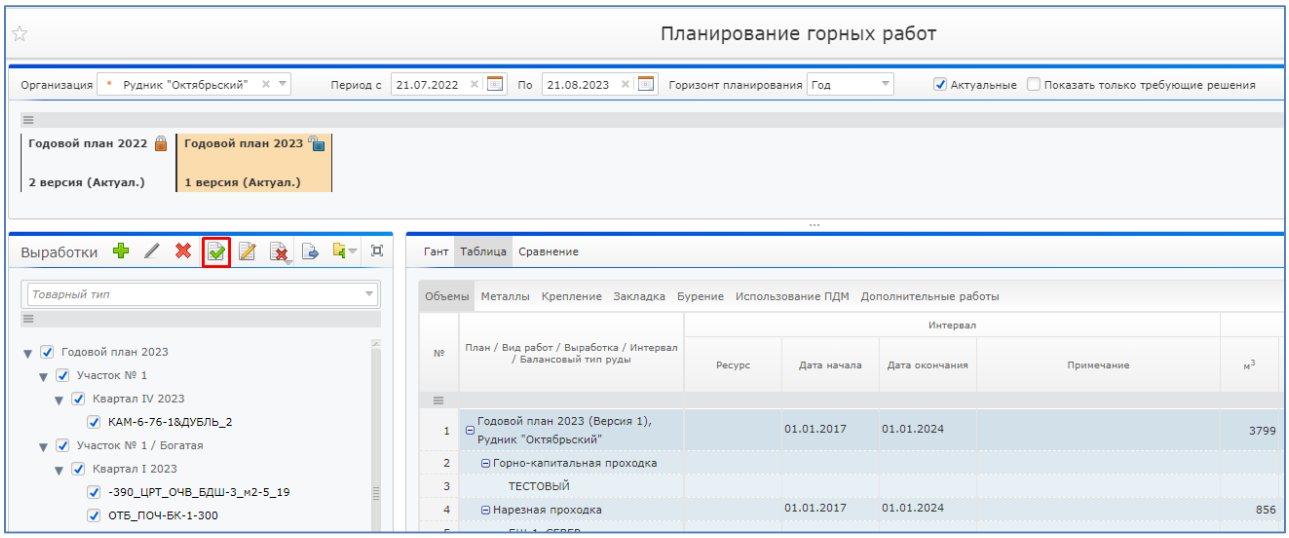

Рисунок 5. Направления в сценарии
2. В блоке «Выработки» нажать на кнопку «Направления в сценарии» (Рисунок 5);